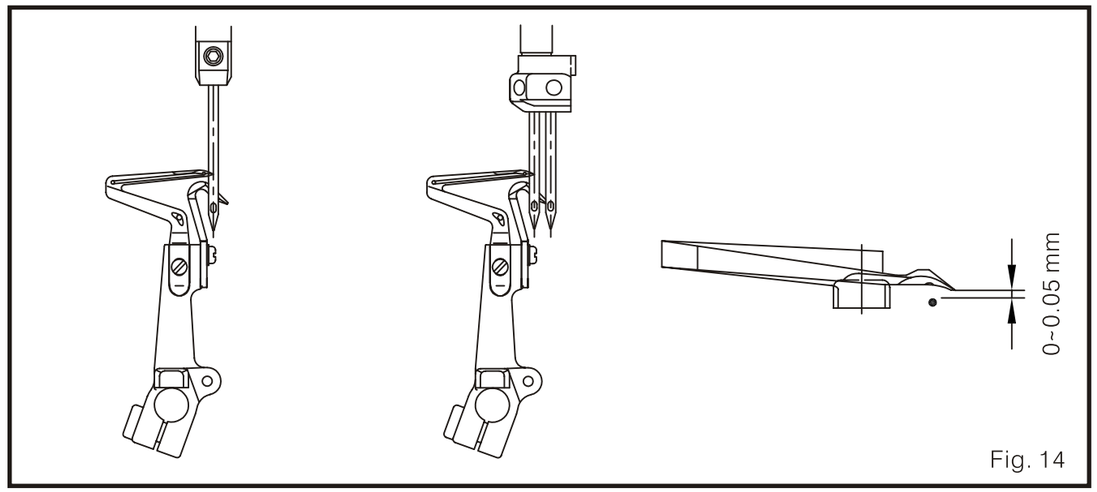

Fig. 14
(2) Cuando el bucleador inferior se mueva directamente a la línea media de la aguja (use la aguja izquierda como estándar en los modelos de doble aguja), la distancia entre ellos debe ser de 0-0.5 mm. (Fig. 14)